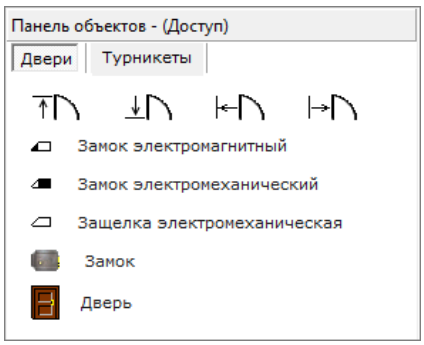
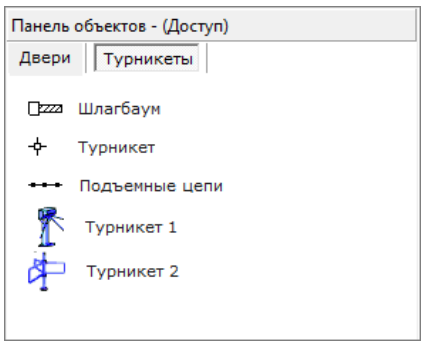

Рисунок 6-487 Панель объектов - Доступ для точки доступа, вкладка "Двери"
Рисунок 6-488 Панель объектов - Доступ для точки доступа, вкладка "Турникеты"
- «Двери» (см. Рисунок 6-487) и «Турникеты» (см. Рисунок 6-488) – при выборе объекта «Точка доступа»,